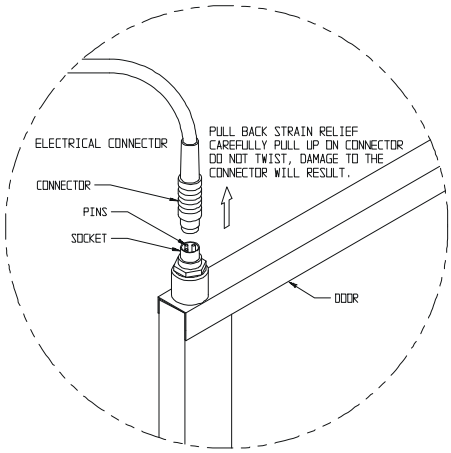

Figure 5-1
5. Remove the electrical connector on the top of the inner door hinge by carefully prying up the black strain relief. Refer to item “D” in the illustration and the drawing in Figure 5-1. The heater wiring connector is of yellow rubber which should be visible when the strain relief is moved upward as shown. Refer to the connector manufacturer’s instructions in Appendix A of this manual.